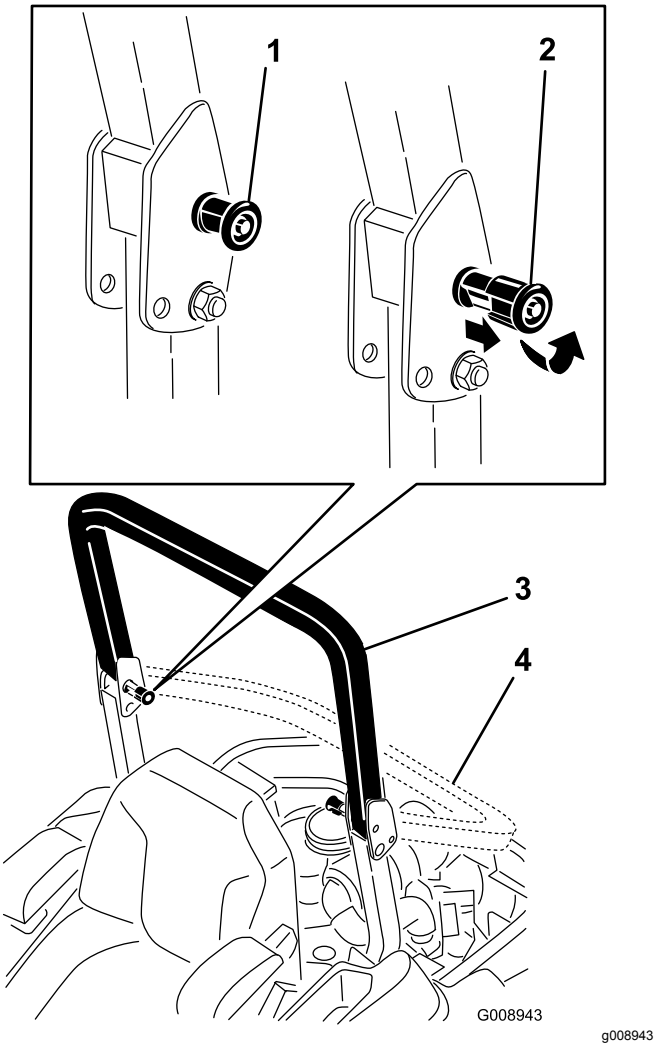

**Figuur 8**
2. Trek de beide knoppen uit en draai deze 90° zodat deze niet meer ingeschakeld zijn (Figuur 8).
3. Klap de rolbeugel omlaag (Figuur 8).
4. Om de rolbeugel omhoog te brengen, klapt u de beugel uit naar de bedrijfsstand en draait u aan de knoppen zodat ze gedeeltelijk in de groeven gaan (Figuur 8).
5. Breng de rolbeugel volledig omhoog terwijl u tegen het bovenste gedeelte van de rolbeugel duwt. De pennen klikken op hun plaats zodra de openingen met de pennen zijn uitgelijnd (Figuur 8).